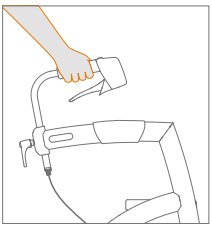

Figure 19: Conduite.
a. Maintenez les doigts lâches autour des poignées pendant que vous marchez (Figure 19). Vous pouvez également les avoir autour des freins à main, avec votre pouce à l'intérieur de la poignée.